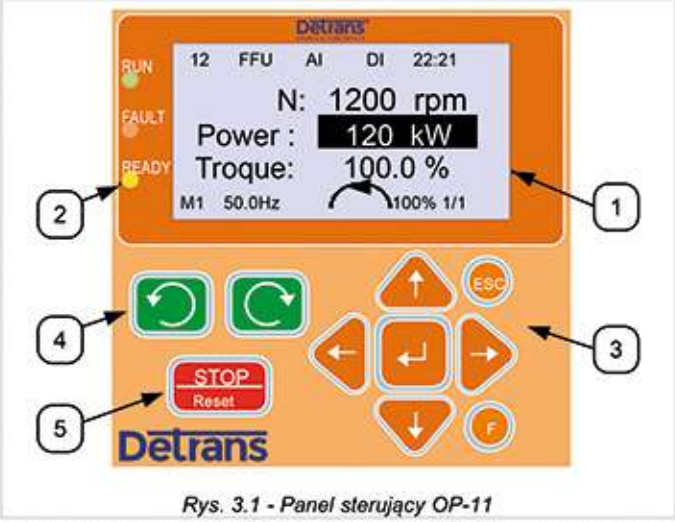

Rys. 3.1 - Panel sterujący OP-11
Panel sterujący (rys. 3.1) służy do:
Elementy panelu sterującego (rys. 3.1)
- nacisnąć i przytrzymać 5 sekund przycisk funkcyjny „F" - (4) na Rys. 3.1 - Panel sterujący OP-11
- nacisnąć i przytrzymać 5 sekund przycisk funkcyjny „F" ((4) na Rys. 3.1 - Panel sterujący OP-11)